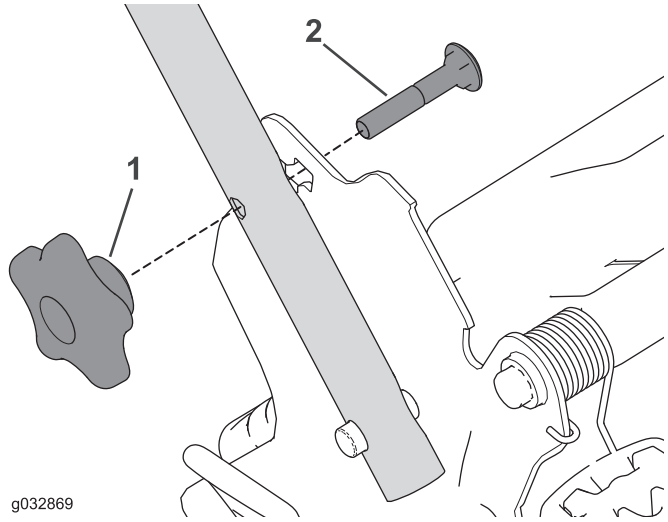

Figuur 26
1. Verwijder en bewaar de 2 handgreepknoppen en 2 slotbouten van de handgreepbeugels (Figuur 26).